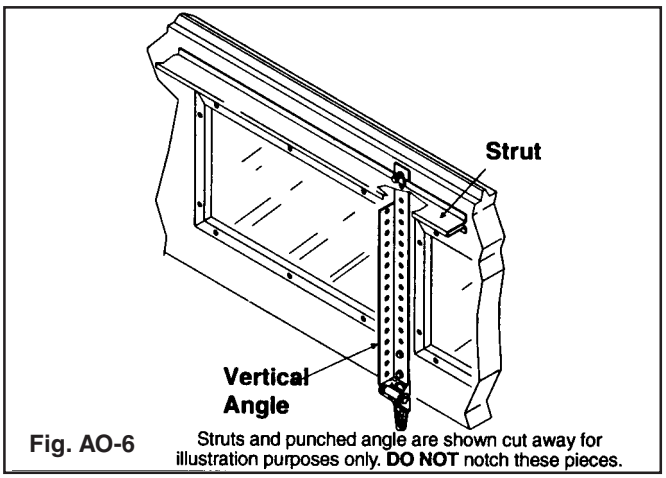

Fig. AO-6 Struts and punched angle are shown cut away for illustration purposes only. **DO NOT** notch these pieces.
**NOTE:** Doors with struts will require the top portion of angle notched out as shown to allow other leg of angle to be mounted under steel strut. (FIG. AO-6)